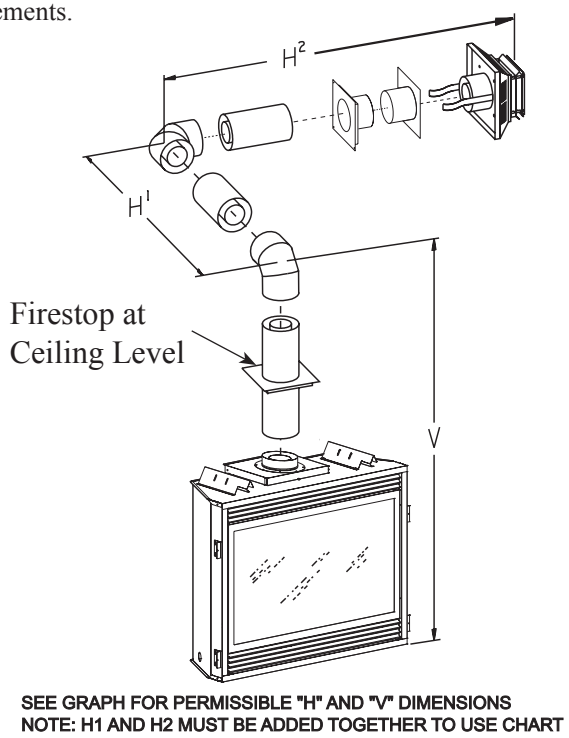

Figure 24
Examples of possible venting systems using two (2) 90° elbows. V is listed as minimum vertical dimensions and H1 + H2 is listed as total of maximum horizontal dimensions. The maximum vertical and horizontal distances for two (2) 90° elbows as shown in Figure 24 is 20 feet (6.1 m).